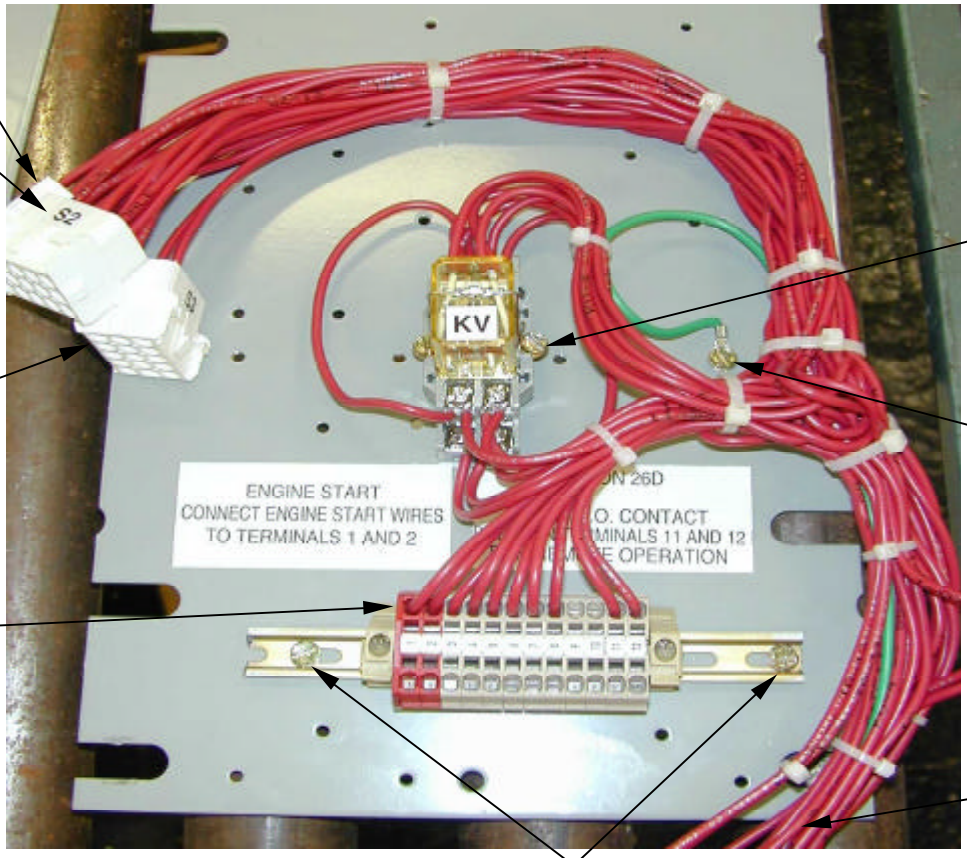

Figure 2, Installation of ATC-600
Step 11: Move the Terminal Blocks to one side and remove the Din Rail mounting screws (located under the Terminal Blocks, Figure 2).
Step 1: Mount the ATC-600 with the six-(6) supplied Hi-Lo screws in the cutout that contained the ATC-200. Note that the ATC-600 mounts through the cutout from the front door.
Step 2: Mount the associated molded Device Panel (if required) with six-(6) supplied Hi-Lo screws and Star washers in the cutout that contained the old Device Panel.
Step 3: Mount the Terminal Block wire harness (Figure 2). Three-(3) one-half inch (for Din Rail and ground wire) and two-(2) one inch (for 2 pole Relay base) self-tapping 8-32 screws are provided. Use existing holes located on the Connection Panel that contained the old Terminal Blocks.